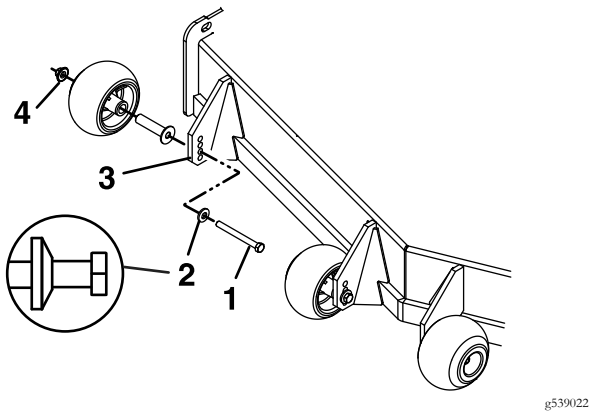

Figure 21
8. Torque the 3/8-16 nyloc nut to 50–55 ft-lb (68-75 N-m) (Figure 21).